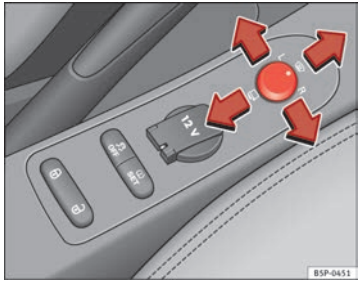

Fig. 88 Controls of exterior mirrors
1. Turn knob ⇒ Fig. 88 to position **L** (**left exterior mirror**).
– Turn the control ⇒ Fig. 88 to position to fold in the exterior mirrors. You should always fold in the exterior mirrors if you are driving through an automatic car wash. This will help prevent damage.